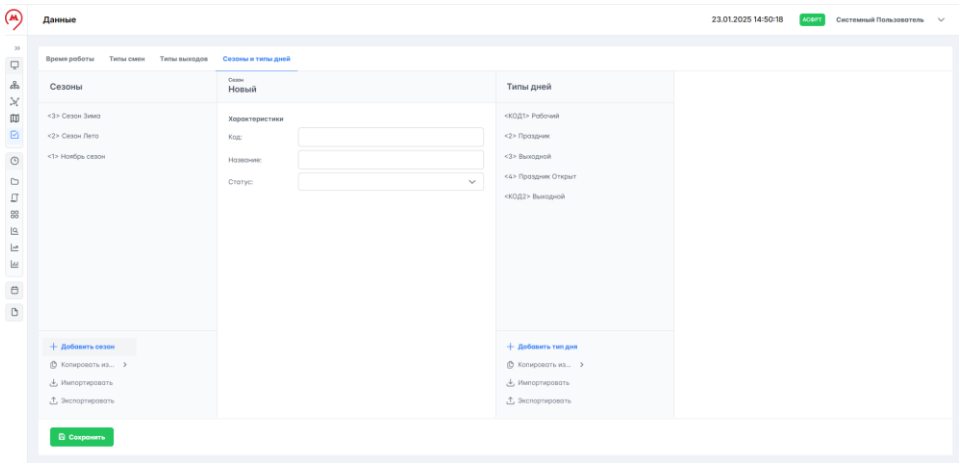

Рисунок 135 – Добавление нового сезона
1. Нажать на кнопку + Добавить сезон, справа в блоке данных для сезонов откроется профиль нового сезона (рисунок 135).